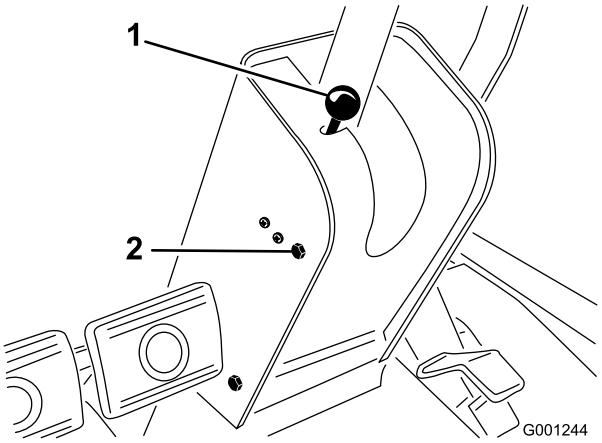

Figuur 68
1. Verwijder de knop van de parkeerremstang en de schroeven van de kap van de stuurkolom (Figuur 68).